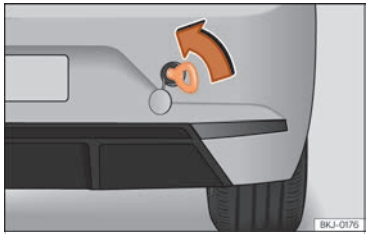

Fig. 160 A la part dreta del para-xocs del darrere: argolla de remolc enroscada.
- Enrosqueu l'argolla de remolc a l'allotjament girant-la al màxim **en el sentit contrari al de les agulles del rellotge** ››› fig. 160 , ››› pàg. 261. Utilitzeu un objecte adequat amb el qual pugueu enroscar completament i fermament l'argolla de remolc en el seu allotjament.